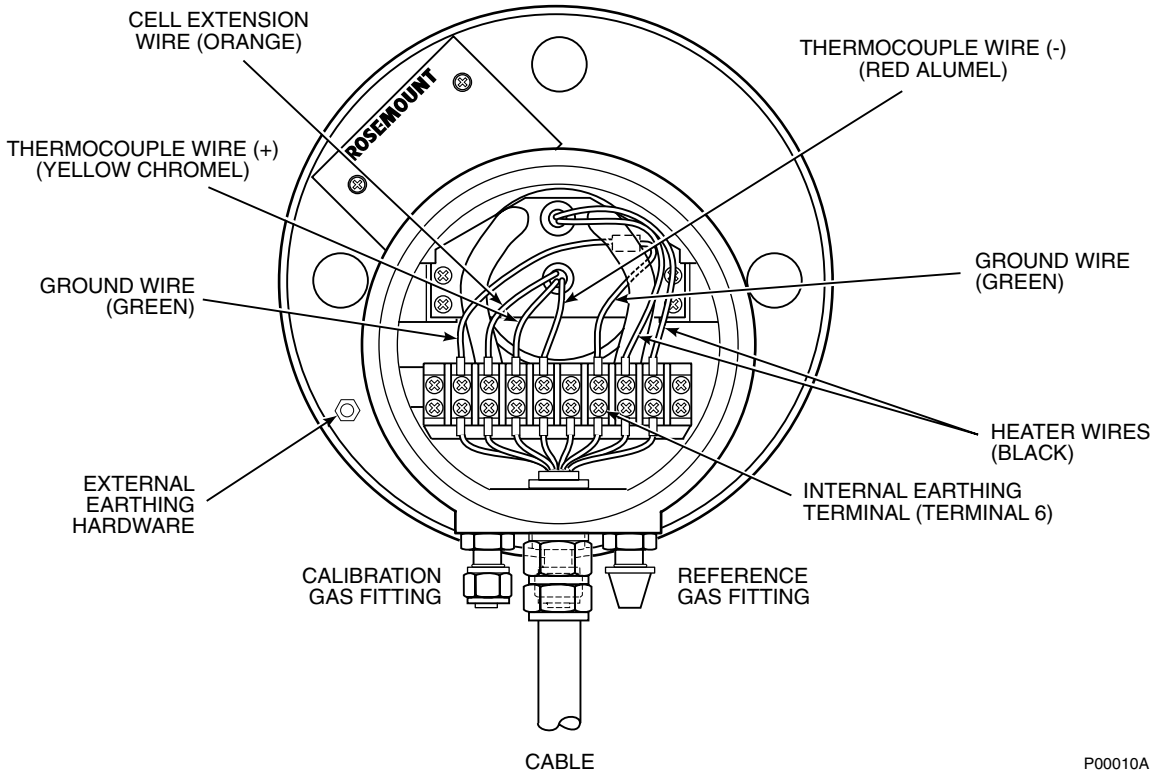
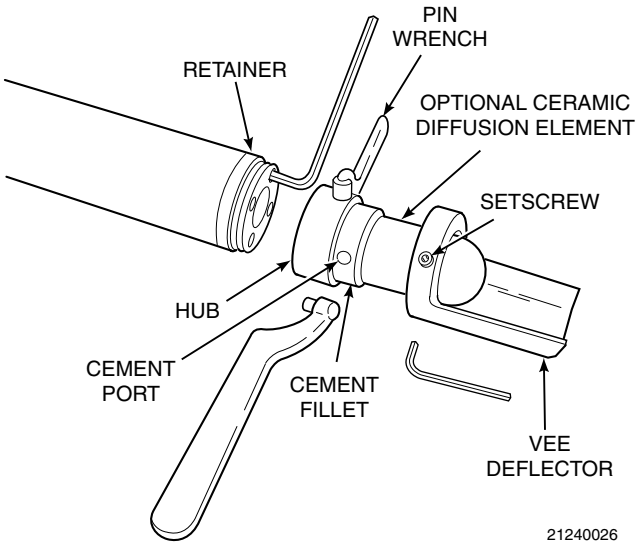
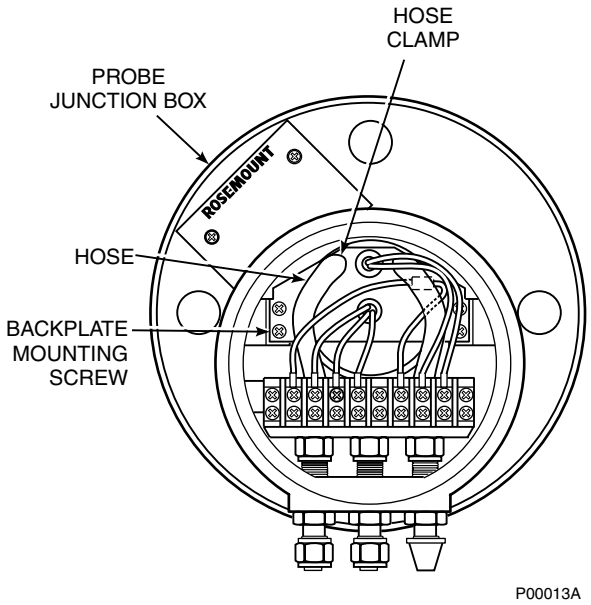

Figure A-10. Cell Wiring Installation
Figure A-13. Removal of Optional Ceramic Diffuser and Vee Deflector
Figure A-14 Probe Junction Box Mechanical Connections
a. Follow the power down procedure outlined in Safety Data Sheet 1M03226 and the official "Codes of Practice" for your country of installation. Shut off and disconnect reference gas and calibration gas supplies from probe junction box, Figure A-10. Wearing heat resistant gloves and clothing, remove probe assembly from stack carefully and allow to cool to room temperature. Do not attempt to work on unit until it has cooled to a comfortable working temperature.
1. Follow the power down procedure outlined in Safety Data Sheet 1M03226 and the official "Codes of Practice" for your country of installation. Disconnect cable conductors and remove cable, Figure A-10. Shut off and disconnect reference gas and calibration gas supplies from probe junction box. Wearing heat resistant gloves and clothing, carefully remove probe assembly from stack.
2. Loosen setscrews, Figure A-13, using hex wrench from Probe Disassembly Kit, Table A-3 and remove vee deflector. Inspect setscrews. If damaged, replace with stainless setscrews coated with anti-seize compound.
a. Follow the cell removal procedure in paragraph A-3, steps a, b, c, and d. Using heat resistant gloves and clothing, remove cover setscrew (24, Figure A-1) and junction box lid (23). Squeezing tabs on hose clamps, remove hoses from inner probe assembly, Figure A-14. Remove 4 screws which secure the inner probe assembly to the junction box. Disconnect all inner probe assembly wires from the terminal block (Figure A-10). Pull inner probe assembly free from junction box. Set on bench and allow to cool to room temperature.
g. Connect color-coded wires to proper terminals as shown in Figure A-10. Rosemount recommends connecting the thermocouple wires directly to the terminal strip. This is because the junction of different metals at the wires and lugs and at the lugs and the terminal strip could act as additional thermocouple junctions. This could produce a voltage that would affect the thermocouple output signal.
a. Follow the cell removal procedure in paragraph A-3, steps a, b, c, and d. Using heat resistant gloves and clothing, remove cover setscrew (24, Figure A-1) and junction box lid (23). Squeezing tabs on hose clamps, remove hoses from inner probe assembly, Figure A-13. Remove 4 screws which secure the inner probe assembly to the junction box. Disconnect all inner probe assembly wires from the terminal block (Figure A-10). Pull inner probe assembly free from junction box. Set on bench and allow to cool to room temperature.